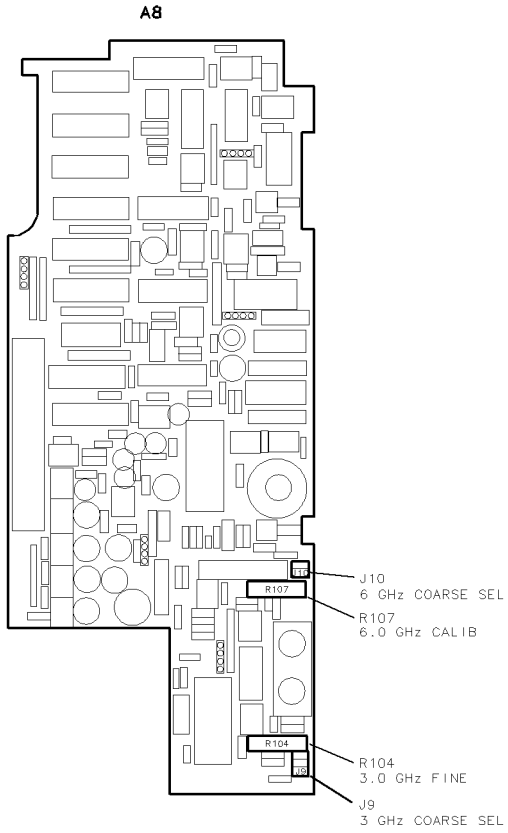
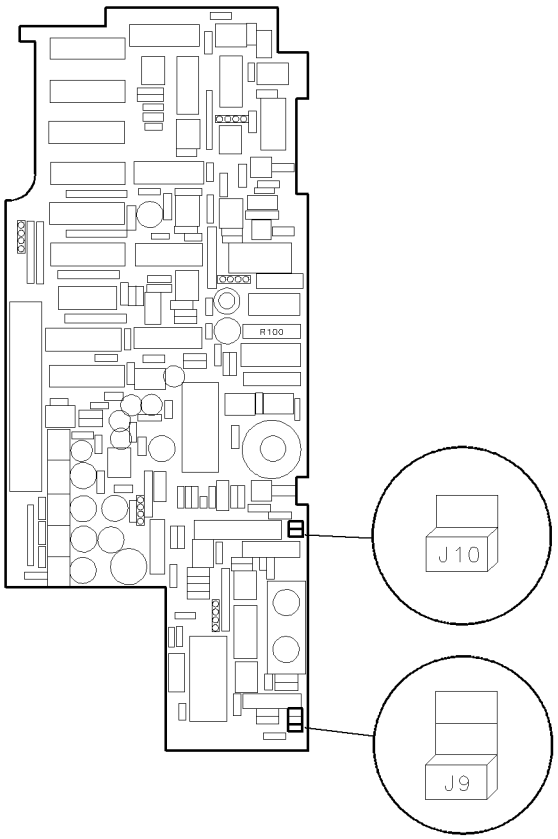

Figure 6-31. Locations for Adjustment 18. YTO Frequency Endpoints (1 of 2)
Figure 6-32. Locations for Adjustment 18. YTO Frequency Endpoints (2 of 2)
Note During this test, the user is instructed to position jumpers on connectors J9 and J10. These connectors each have six pins which allow three jumper positions. Place the jumpers between two vertically-adjacent pins, as illustrated in Figure 6-32. See Figure 6-31 for the location of the connectors on the assembly. (Jumpers can be ordered by HP part number 1258-0225.)
3. Remove the 3 GHz COARSE SEL and 6 GHz COARSE SEL jumpers. Center in their range, potentiometers A8 frequency control (R104) 3.0 GHz FINE and A8 frequency control (R107) 6.0 GHz CALIB, shown in Figure 6-31.